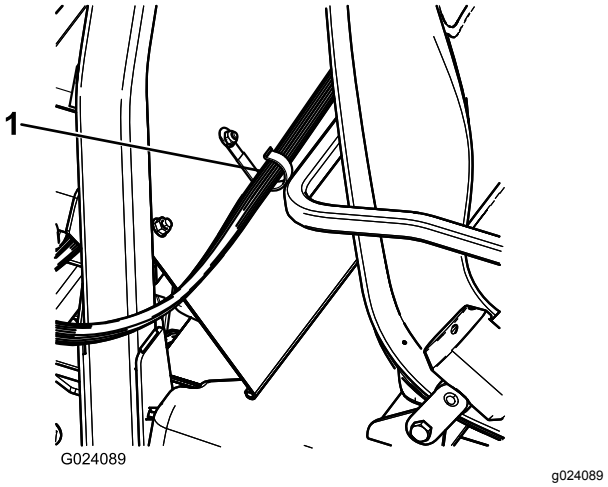

**Figur 21**
2. Monter en J-klemme bak passasjersetet ved hjelp av en bolt (¼ x ½ tomme) og en flensmutter (¼ tomme) (Figur 21).
3. Fest kontrollkonsolledningen til konsollen og veltebeskyttelsesdekselet med J-klemmer (Figur 21).